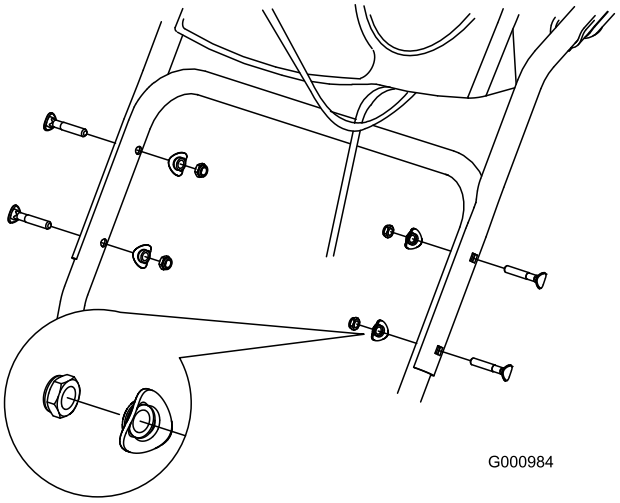

**Figur 4**
2. Fäst det övre handtaget med fyra handtagsbultar, fyra böjda brickor och fyra låsmuttrar från påsen med lösa delar (Figur 4).